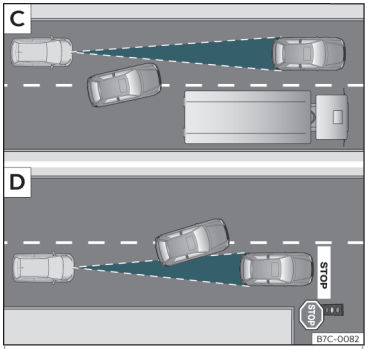

Fig. 165 C Automobil care schimbă banda. D Un automobil virează și altul staționează.
- Autovehiculele care intră pe banda dumneavoastră la o distanță mică față de automobilul dumneavoastră››› **fig. 165** C.
ACC nu reacționează la autovehicule staționare. Dacă, de exemplu, un autovehicul detectat de către ACC virează sau schimbă banda și în fața acestuia se află un autovehicul staționar, ACC nu va reacționa la cel de al doilea autovehicul››› **fig. 165** D.